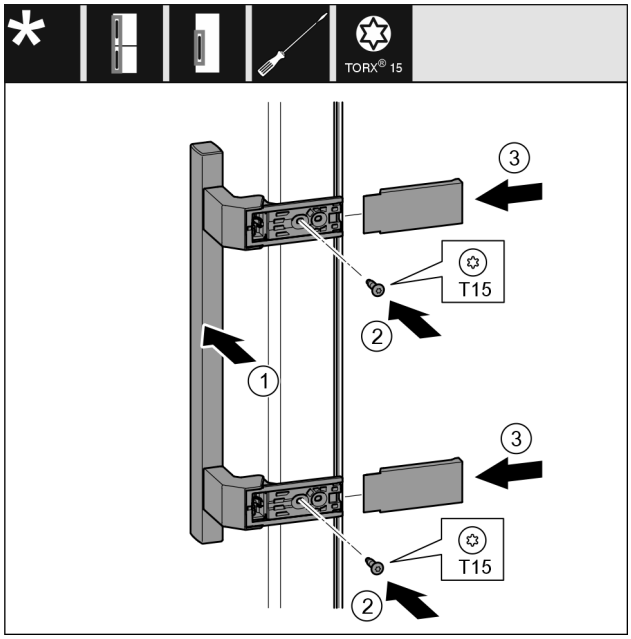

Fig. 20
- ▶ Pielieciet rokturi *Fig. 20 (1)* pretējā pusē.
- ▶ Ar skrūvgriezi pieskrūvējiet skrūves *Fig. 20 (2)*.
- ▶ Sānos pielieciet un uzbīdiet pārsegus *Fig. 20 (3)*.